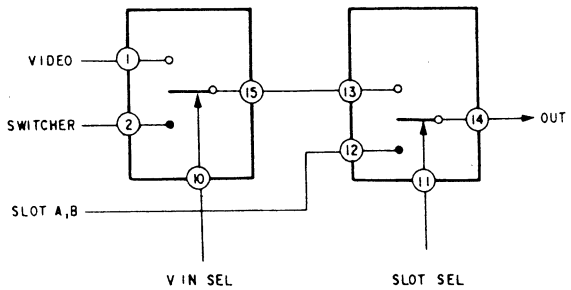

Fig. 2-1.
Also, R, L signals entered to SLOT A and SLOT B pass through pins 13a and 14a of connector BB-1, then MIXed by Q525, 526, 527, 532, 533, and enter to pins ⑫ of IC408, 409. Operating modes of IC408 and 409 are controlled as shown in Fig. 2-1, and they output signals from pin ⑭.